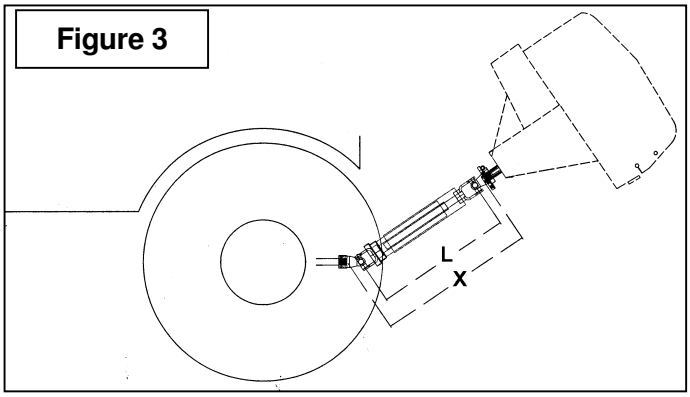

Figure 3
1. Pour déterminer la longueur **"L"** de votre modèle de tracteur, il faut d'abord trouver le facteur **"X"** en mesurant la distance horizontale entre le bout de l'arbre de commande du tracteur et le bout de l'arbre entraîné lorsque la souffleuse est en position de transport tel qu'illustré à la Figure 3.